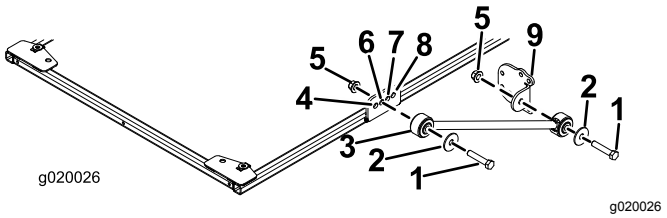

Figura 14
7. Su ciascun lato del telaio del parasole montate, senza serrarlo, un supporto di ancoraggio sul secondo foro della relativa staffa con un bullone (½" x 2½"), una rondella (½") e un dado flangiato (½"), come illustrato nella Figura 14.
8. Montate, senza serrarla, una staffa di ancoraggio su ciascun supporto di ancoraggio con un bullone (½" x 2½"), una rondella (½") e un dado flangiato (½), come illustrato nella Figura 14.